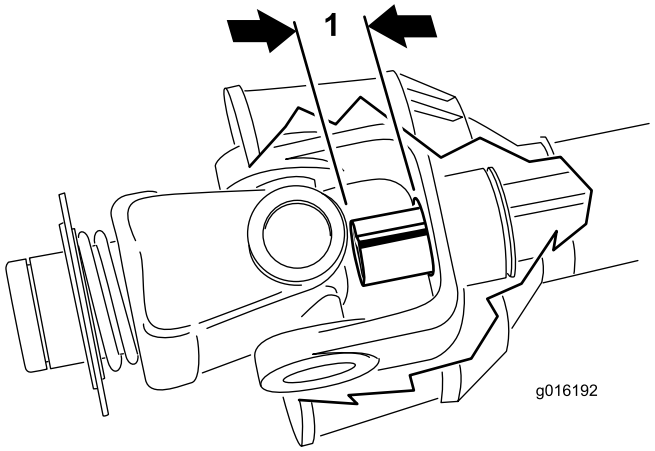

Figur 17
9. Skjut ihop kraftuttagsaxlarnas rör tills de är helt infällda. Kontrollera att det **inre** röret inte skjuter ut över kryss- och lagerdelen av det yttre röret (Figur 17). Om det händer ska du kapa av **mer** på det inre röret för att åtgärda problemet. Fortsätt till nästa steg.
10. Mät hur långt det inre röret skjuter ut över kryss- och lagerdelen av det yttre röret (Figur 17). Lägg till detta avstånd till det mått som uppmättes i steg 8.